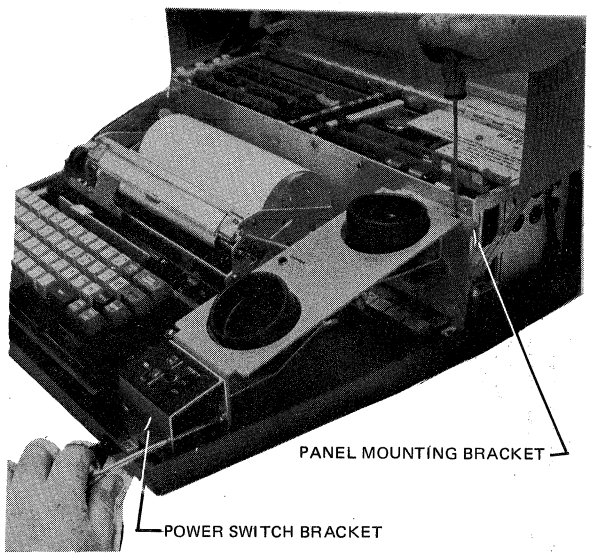

FIGURE 2-7.7. INSTALLING THE ACOUSTIC COUPLER PANEL
(3) Insert a screwdriver through the front of the POWER switch box as shown in Figure 2-7.7 and tighten the two No. 6 screws at the front part of the Acoustic Coupler panel.